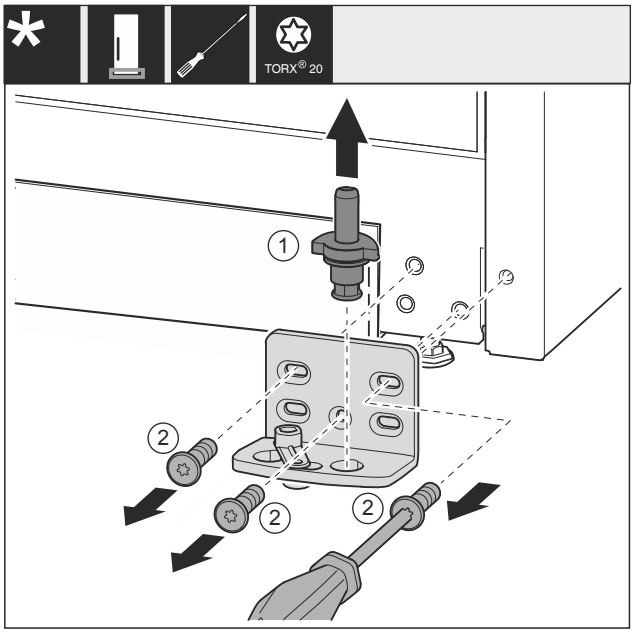

Fig. 22
▶ Lagerbolzen *Fig. 22 (1)* komplett nach oben herausziehen.
▶ Schrauben *Fig. 22 (2)* mit Schraubendreher herausdrehen und Lagerbock abnehmen.